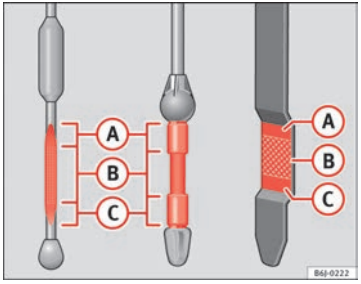

Abb. 166 Ölmessstab
– Den Messstab anschließend wieder herausziehen und den Ölstand ablesen ⇒ Abb. 166. Füllen Sie gegebenenfalls Motoröl nach.